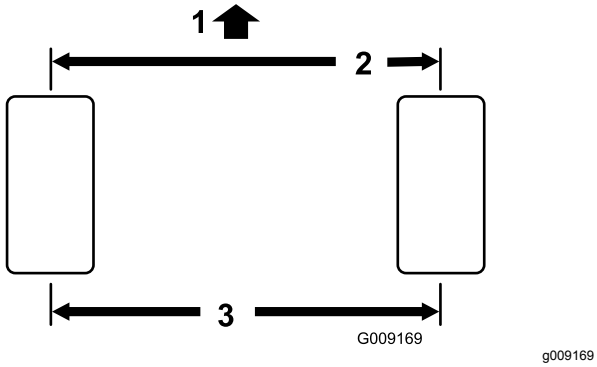

Figur 70
1. Mål afstanden fra midte til midte (i akselhøjden) på de styrende dæk, foran og bag akslen. Målingen foran akslen skal være 3 mm mindre end målingen bag akslen (Figur 70).